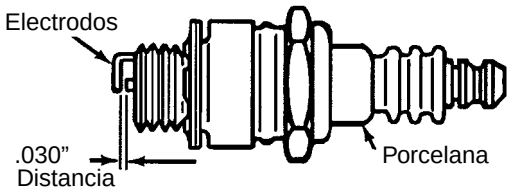

Figura 10
Limpie la bujía y ajuste el espacio a 0,030" al menos una vez por estación o cada 100 horas de funcionamiento. Ver Figura 10 . Reemplace cuando sea necesario.
3. Cambie la bujía si los electrodos están picados, quemados o la porcelana está rota. Ver Figura 10 .